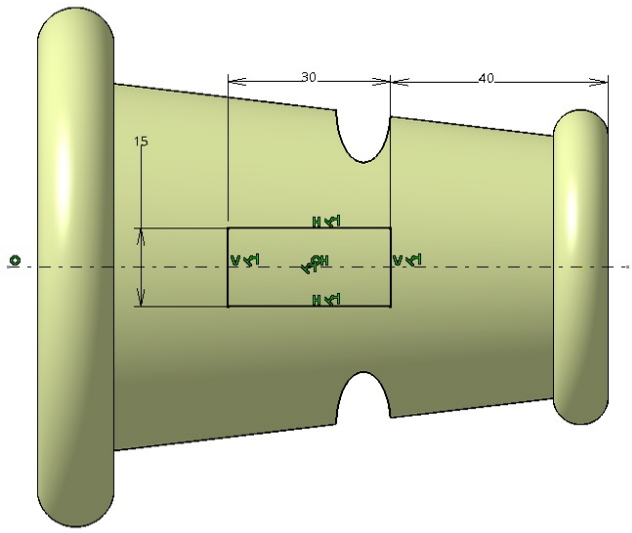

Figure 18-94 *First sketch for the loft surface*
7. Invoke the sketch workbench with the newly created plane as the sketching plane and then create the sketch, as shown in Figure 18-94, and exit the sketching environment. If required, you can hide the first sketch after projection for the ease of creating the second sketch.